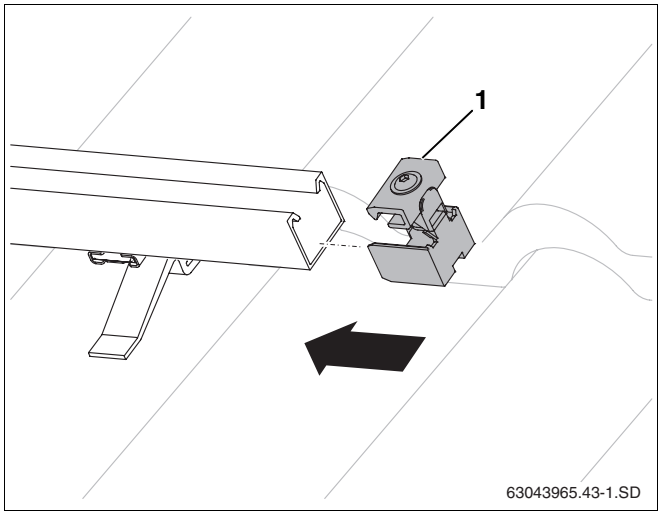

Abb. 41 Einseitige Kollektorspanner einschieben
- Einseitige Kollektorspanner (Abb. 41, **Pos. 1**) am rechten Ende des Kollektorfeldes in die Profilschienen schieben, bis diese in das erste Langloch der Profilschiene einrasten.